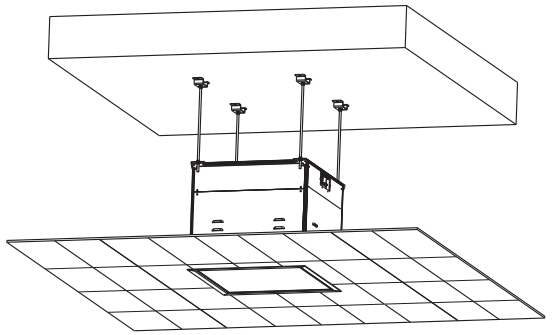

图 10
7.将步骤1取下来的天花板裁切至合适尺寸，将安装完升降架后遗留的空隙完全遮挡住。如图10所示